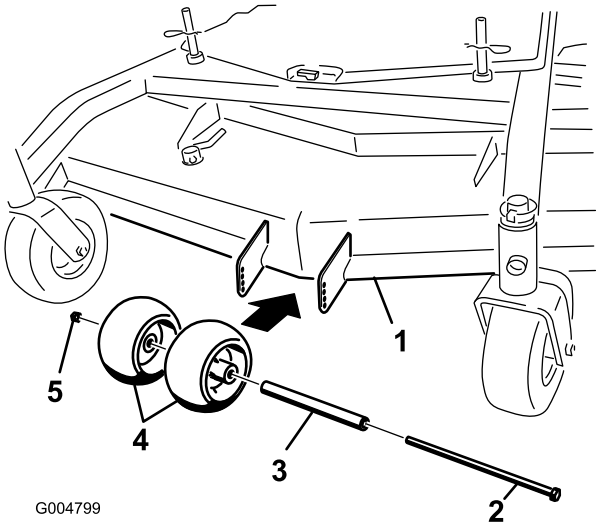
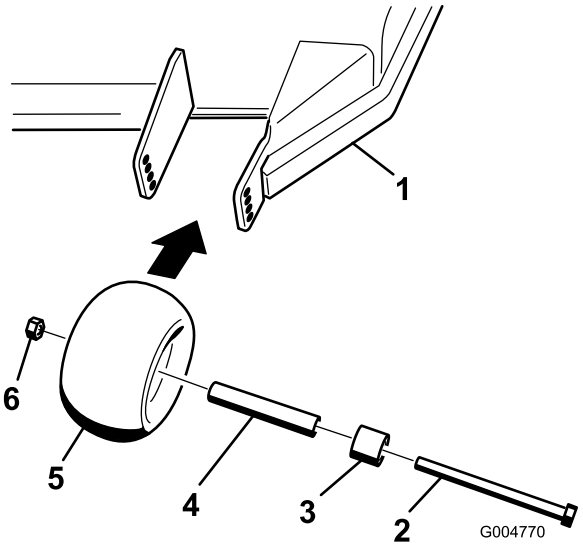
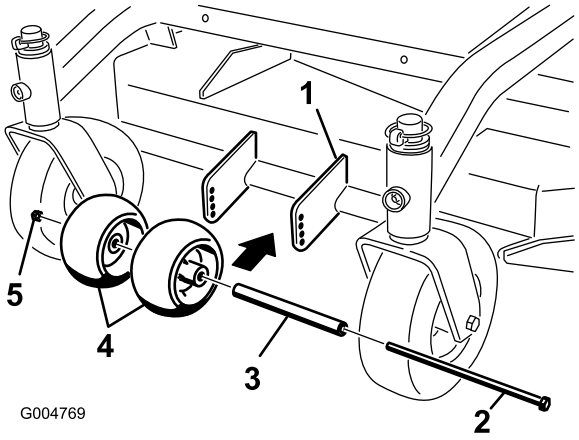

Figura 14
Figura 15
Figura 16
1. Después de ajustar la altura de corte, revise los rodillos para asegurarse de que haya una separación mínima del suelo de 10 mm (3/8 pulg.) (Figura 14, Figura 15, Figura 16).
2. Si es necesario realizar ajustes, retire el perno, las arandelas y la tuerca (Figura 14, Figura 15, Figura 16).
3. Seleccione un taladro para que los rodillos tengan una separación mínima del suelo de 10 mm (3/8 pulg.) (Figura 14, Figura 15, Figura 16).
4. Instale el perno y la tuerca (Figura 14, Figura 15, Figura 16).